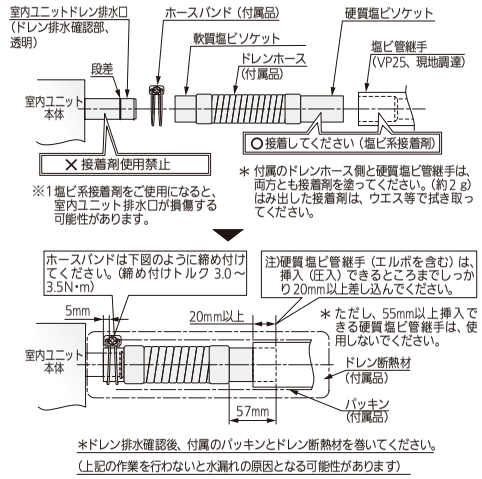

図12
- 図 12 のようにドレン排水口の段差までドレンホースを挿入し、ホースバンドを段差から 5mmはなしたところに、しっかりと締め付けてください。（締め付けけトルクは 3.0 ～ 3.5 N・m）
このとき、パッキンの合わせ目が上を向くようにしてください。その上に付属のドレン断熱材を巻いてください。（12 ページ、図 12）